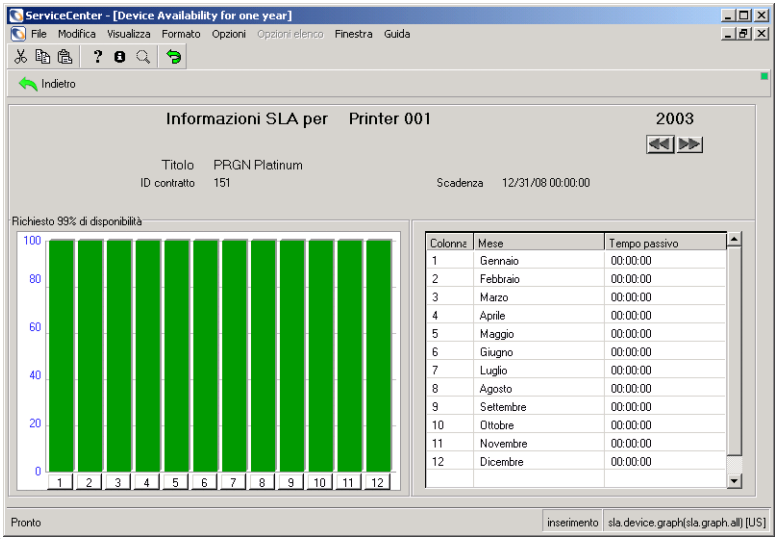

Figura 9-25: Informazioni di prestazione per un singolo dispositivo
▶ Fare clic su un numero di colonna nel grafico a sinistra. La Figura 9-25 mostra un modulo con le informazioni di disponibilità relative a un anno per il dispositivo selezionato.
Accedere alla cronologia delle interruzioni di servizio di un oggetto dal modulo **Informazioni SLA** mostrato nella Figura 9-25 a pagina 317.
Anno	Anno dell'interruzione di servizio (vedere la Figura 9-25 a pagina 317).
Mese	Mese dell'interruzione di servizio (vedere la Figura 9-25 a pagina 317).